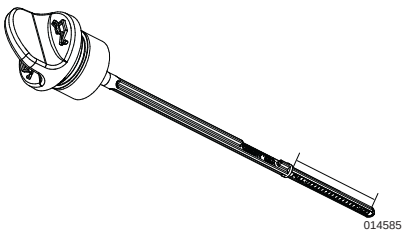

Figure 4-3. Safe Operating Range
3. See ***Figure 4-3***. Insert dipstick and remove again to check oil level. Oil level is checked with dipstick fully installed.